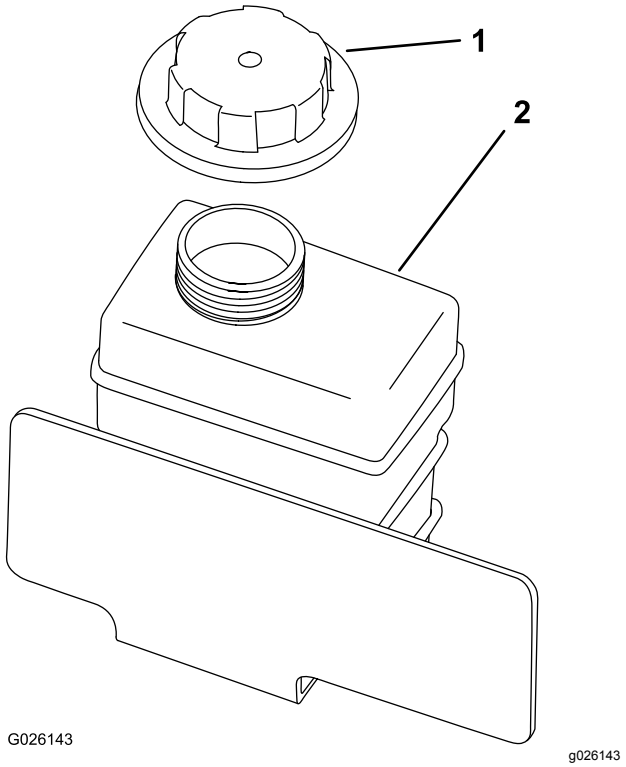

Figur 51
4. Kontroller kølervæskestanden i reservetanken (Figur 51).